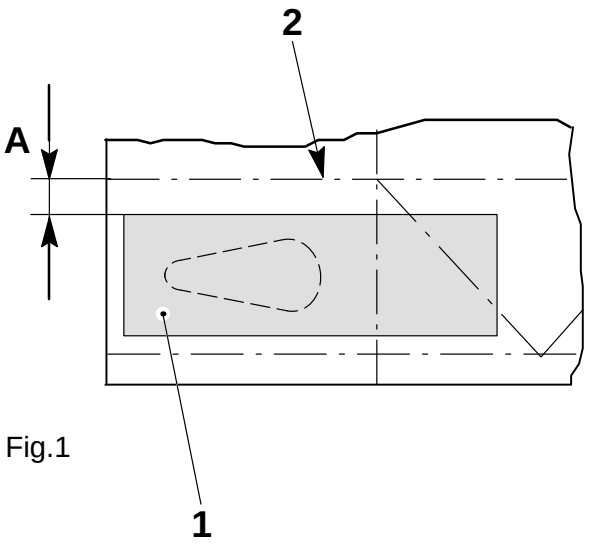

Fig.1
Adjust the bending rollers (6) with setting handle (4) until the tab (1) is positioned according to measure A, see fig 1.